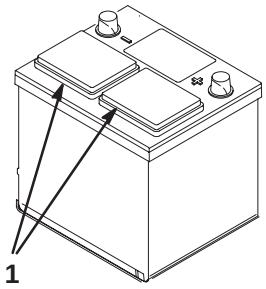

**Figure 2**
2. Clean the top of the battery and remove the vent caps (Fig. 2).